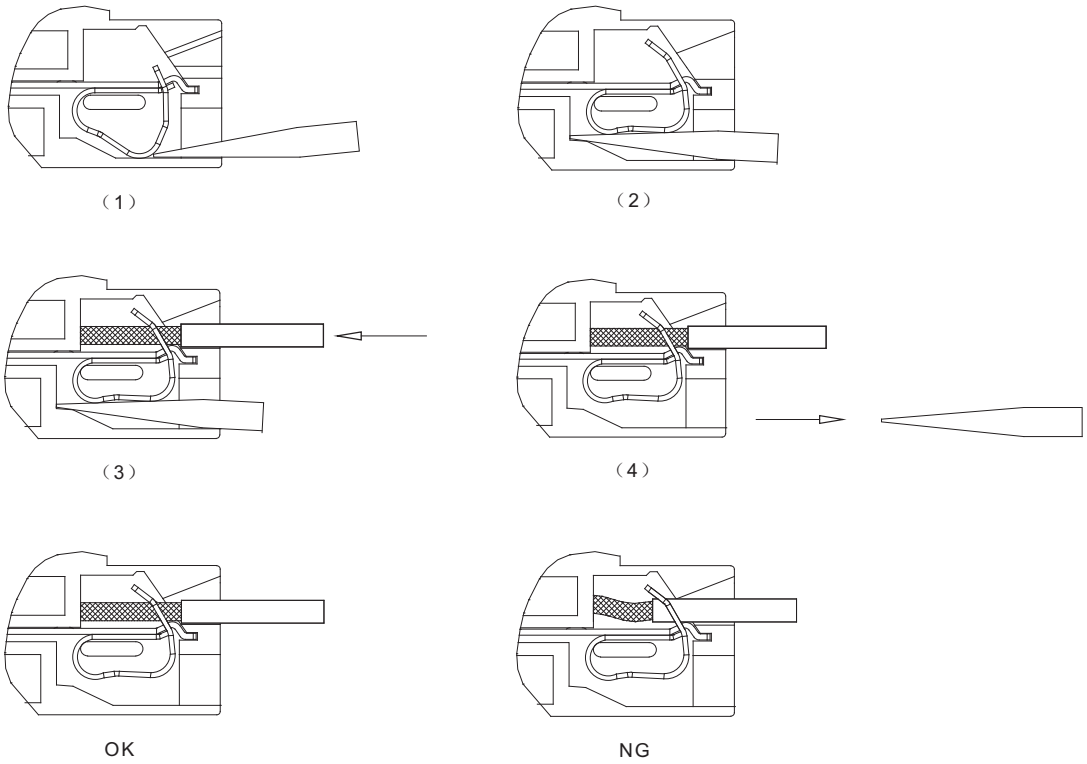

Figure 5
• The method of Wiring as shown in figure 5.